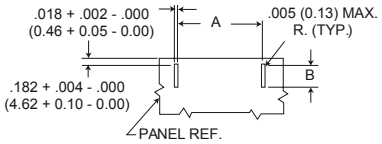

Figure 4
3. Figure 4 is for edge board mounting bracket or edgeboard clip assembly. The .184 +_ .002 (2.67 +_ 0.05) dimension locates the MD socket insulator flush with the end of the board.